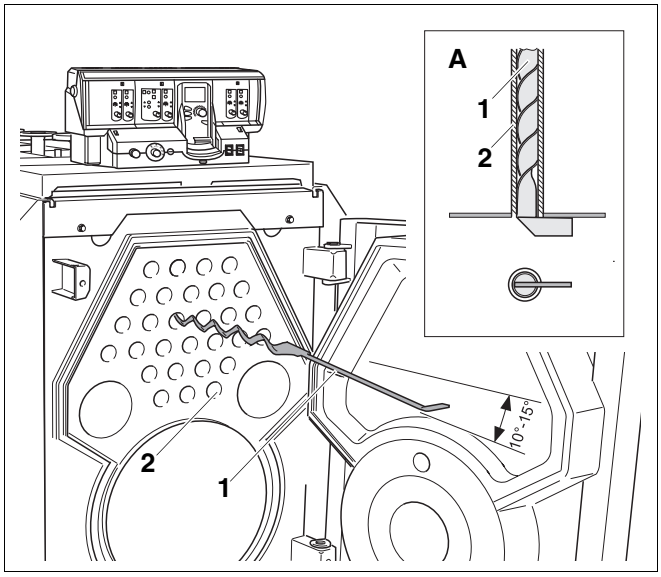

Rys. 50 Korygowanie naprężenia turbulizatorów
- Sprawdzić, czy końcówki oporowe turbulizatorów przylegają poziomo do strony czołowej płomieniówek (rys. 50, strona 54, **fragment A**).
- Wsunąć turbulizatory (rys. 50, **poz. 1**) do płomieniówek (rys. 50, **poz. 2**).
W przypadku niedostatecznego naprężenia turbulizatorów (rys. 50, **poz. 1**) należy przeprowadzić jego korektę.
- Wyciągnąć turbulizator (rys. 50, **poz. 1**) nie więcej niż na ¾ długości z płomieniówki (rys. 50, **poz. 2**).
- Wygiąć turbulizator (rys. 50, **poz. 1**) w sposób przedstawiony na rys. 50 o 10° – 15°.
- Wsunąć ponownie turbulizator (rys. 50, **poz. 1**) do płomieniówki (rys. 50, **poz. 2**).
- Sprawdzić ponownie naprężenie turbulizatora (rys. 50, **poz. 1**).